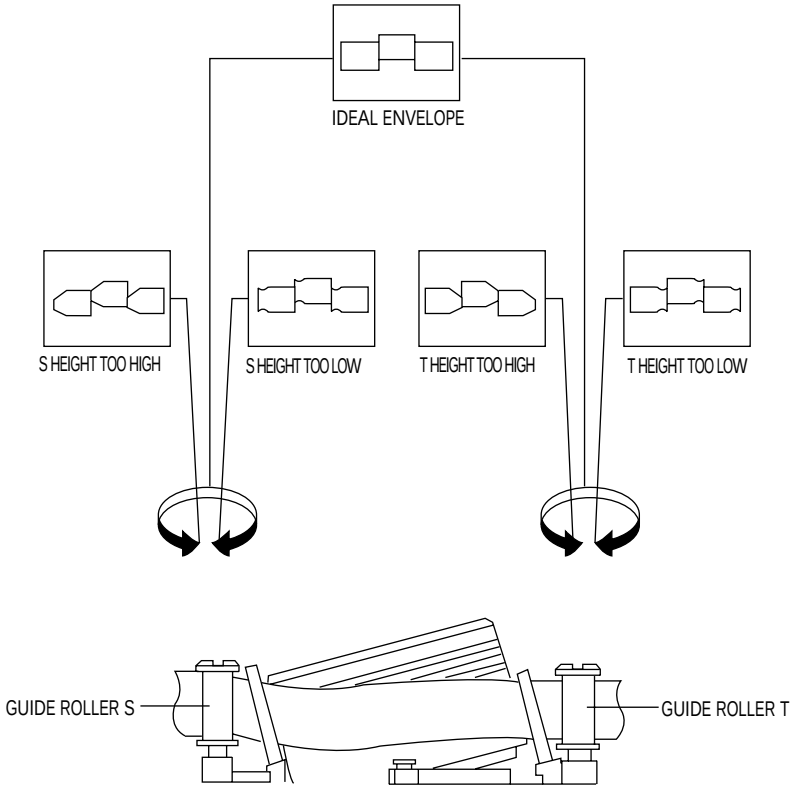

Fig. 2-8 Guide Roller S, T Height Adjustment
8) Turn the guide roller heads with a flat head ( ) driver to obtain a flat video RF envelope as shown in Fig. 2-8.